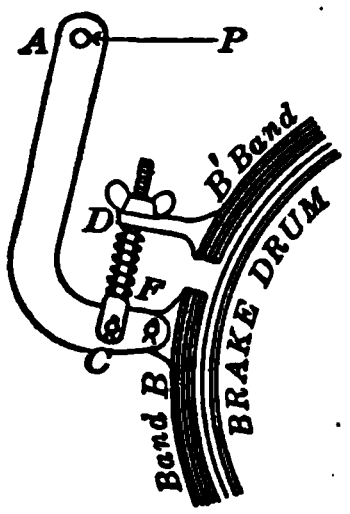

Fig. 31. A bent lever used to contract an automobile brake band.
5. On the same automobile the brake rod is attached to another bent lever (*AF* in figure 31) so that a push *P* exerted at *A* tends to contract the brake band *BB'* around the outside of a drum on the rear wheel. Show by a sketch how you would compute the contracting force (that is, the force which brings *B* and *B'* nearer together) if you knew the push at *A* and the dimensions of the lever.